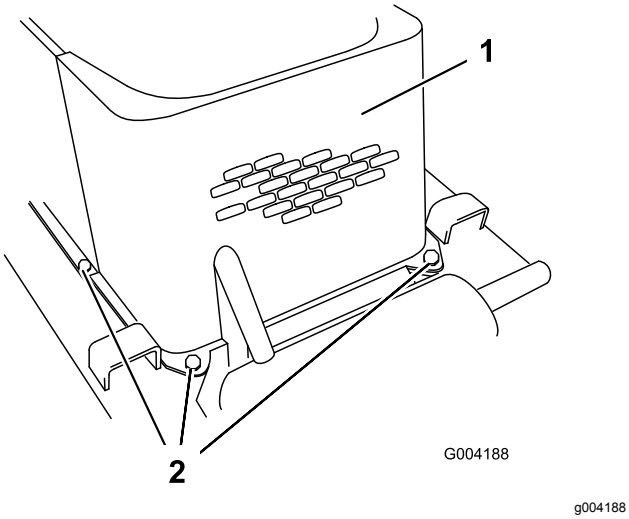

Figur 28
5. Ta bort de fyra skruvarna som håller fast frontskärmen på ramen (Figur 28).